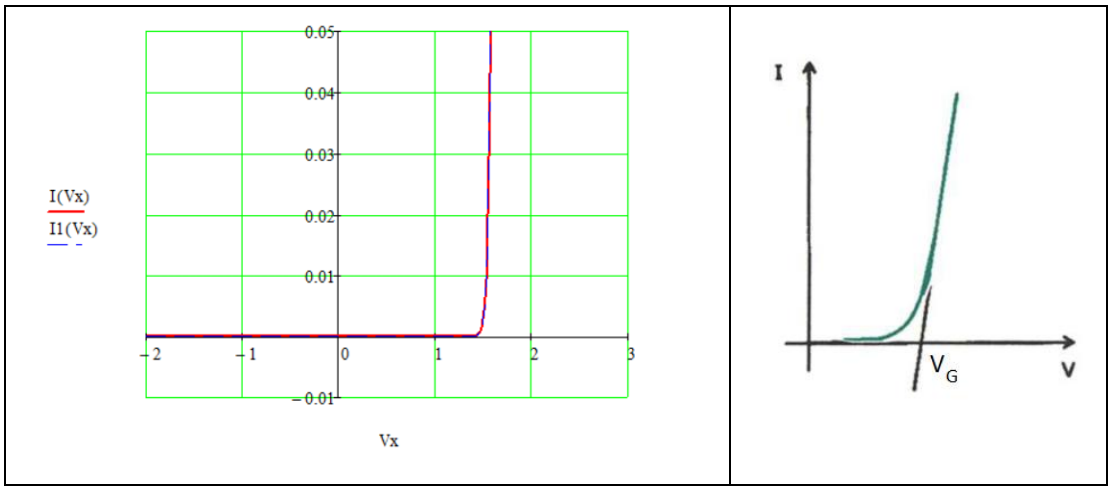

Rys.3. a) Charakterystyka I-U diody LED zgodnie ze wzorem (2), b) wyznaczanie napięcia V_g jako miejsce przecięcia stycznej z osią napięcia
Wykres wg zależności (2) przedstawia rys. 3, gdzie podstawiono I_0 = 300A, V_G = 1,8 V, V_T = 0,026 V. Napięcie na osi V [V], natężenie prądu I [A]
Napięcie V_G można w przybliżeniu wyznaczyć z charakterystyki $I(U)$ jak na rys. 3 po prawej – ustalamy miejsce przecięcia stycznej do charakterystyki I(U) w części liniowej z osią napięcia.